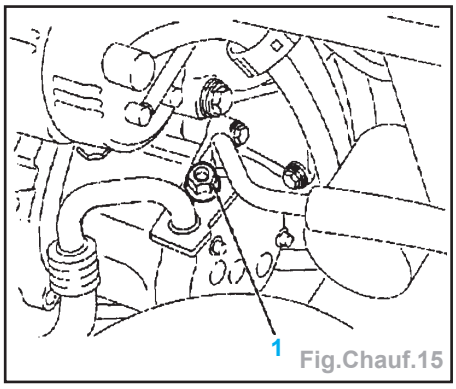

Fig.Chauf.15
- les vis (1) et les raccords sur le compresseur (obturer les raccords) (Fig. Chauf.15).